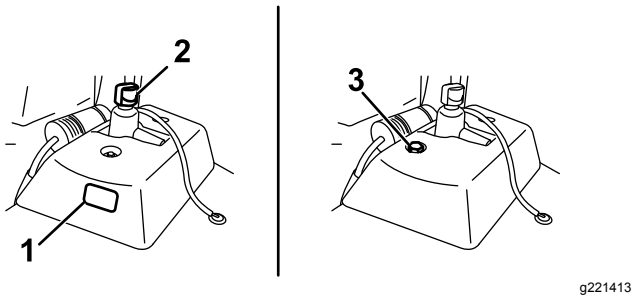

Figur 48
- Hvis den ekstra hydraulikktanken har et seglass, må du sjekke oljenivået der (Figur 48) og fortsett til trinn 5.
- Hvis den ekstra hydraulikktanken ikke har et seglass, finn peilestaven på toppen av maskinen (Figur 48) og fortsett til trinn 3.